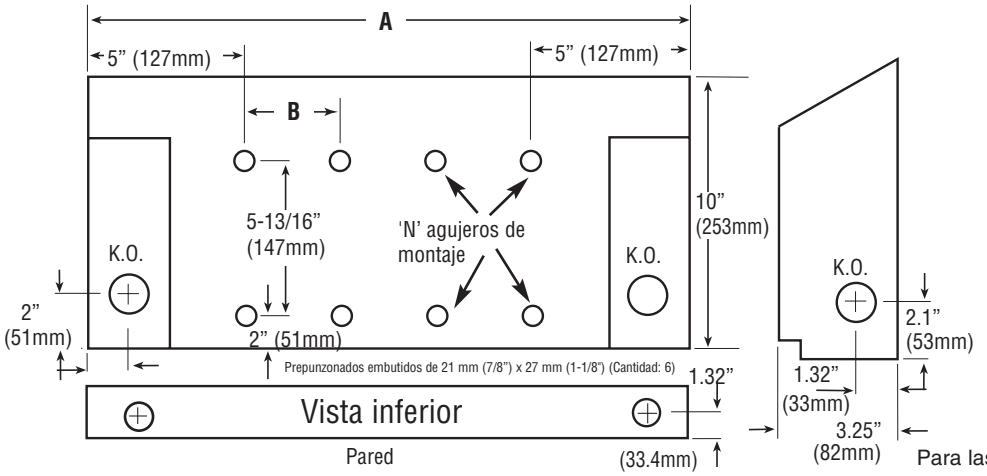

Fig. 1
4. Seleccione el prepunzonado por el que deben hacerse llegar las conexiones eléctricas al calefactor. Las conexiones pueden ingresar por cualquiera de los extremos. Vea la Fig. 1. Retire la cubierta de la caja de conexiones quitando los dos (2) tornillos. Instale el alivio de tensiones, dejando 152 mm (6”) de cable dentro de la caja de conexiones.